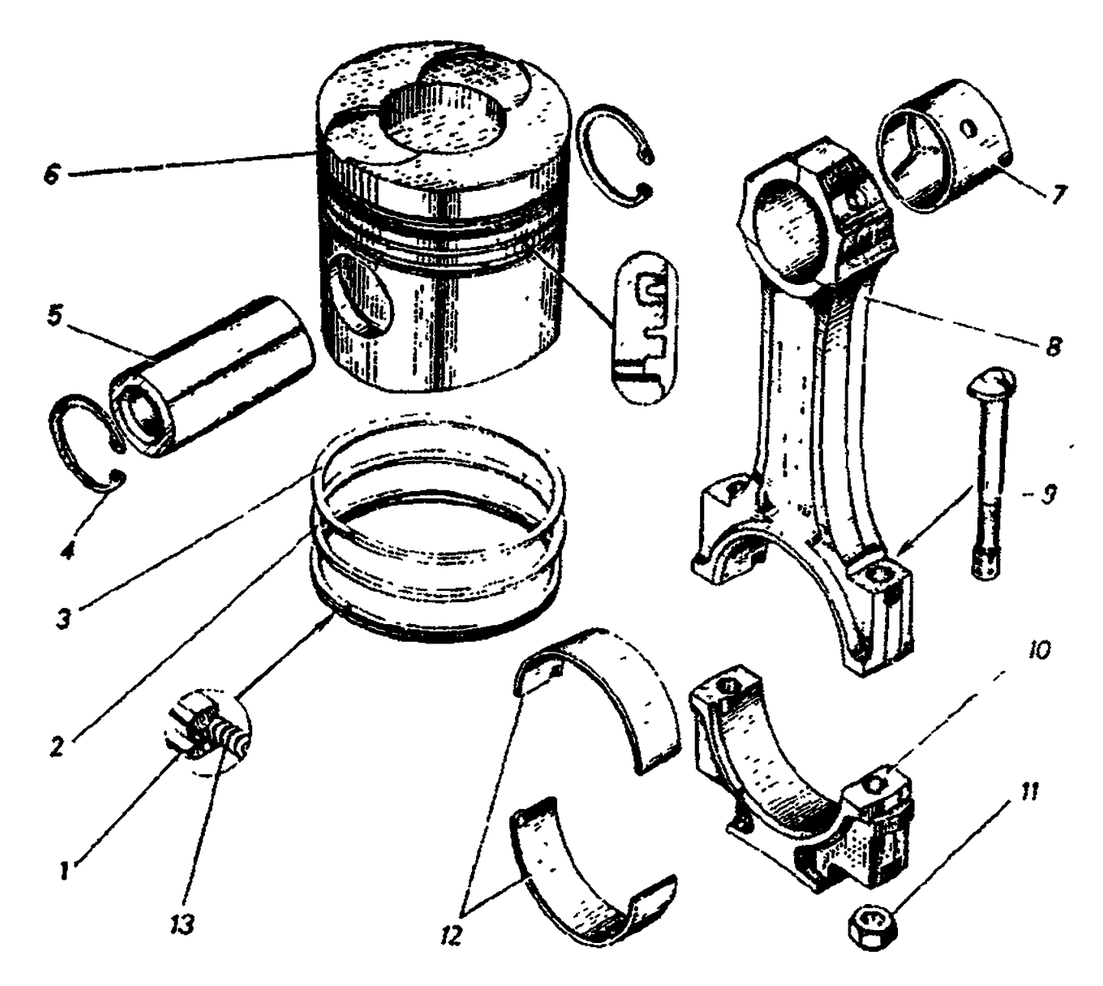
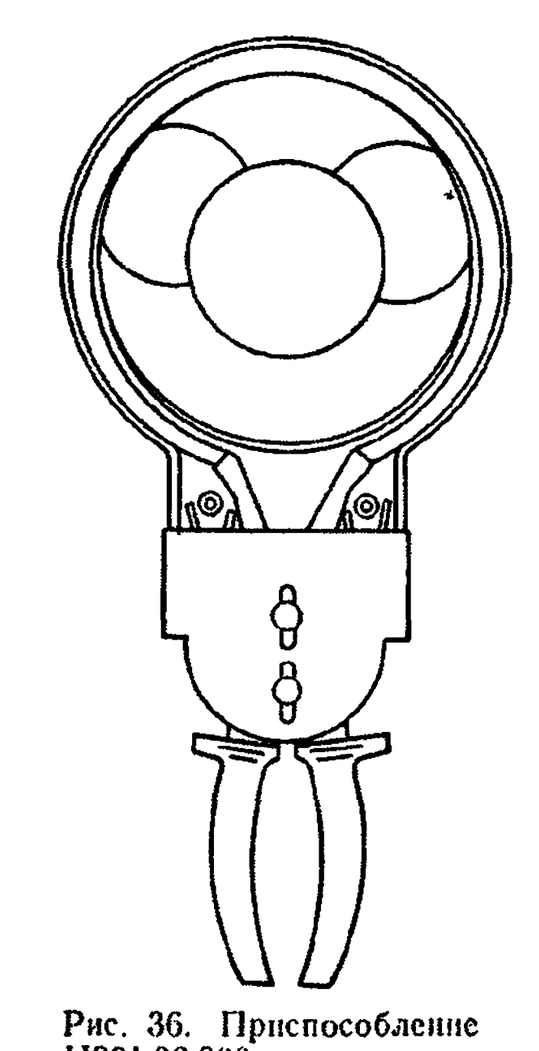

Рис. 34. Поршни и шатуны:
Рис. 36. Приспособление И801.08.000 для снятия и установки поршневых колец
4. Отверните гайки *11* (рис. 34) болтов *9* крепления крышки *10* шатуна первого цилиндра, повернув первую шатунную шейку в нижнее положение за маховик через передний люк картера сцепления	Сменная головка 19 мм, вороток
6. Деревянным стержнем вытолкните вверх поршень *6* (см. рис. 34) в сборе с шатуном *8*. Проверьте наличие номера цилиндра и метки спаренности на крышке *10* нижней головки шатуна и на шатуне и, при необходимости, нанесите их. Установите крыш-	Деревянный стержень, зубило, молоток
7. Установите поршень в сборе с шатуном в тиски и приспособлением И801.08.000 (рис. 36) снимите компрессионные поршневые кольца *2* и *3* (см. рис. 34). Маслосъемные кольца *1* снимите без приспособления	Тиски, приспособление
10. Установите пружинный расширитель *13* (см. рис. 34) в канавку поршня, затем установите маслосъемное кольцо *1*.	Посуда для масла, кисть
11. Приспособлением И801.08.000 (см. рис. 36) установите компрессионные кольца *2* и *3* (см. рис. 34)	Приспособление, посуда для масла, кисть
15. Установите крышку *10* (см. рис. 34) шатунного подшипника, соблюдая парность крышки с шатуном, подтяните крышку гайками *11* до полного совмещения с шатуном.	Сменная головка 19 мм, вороток